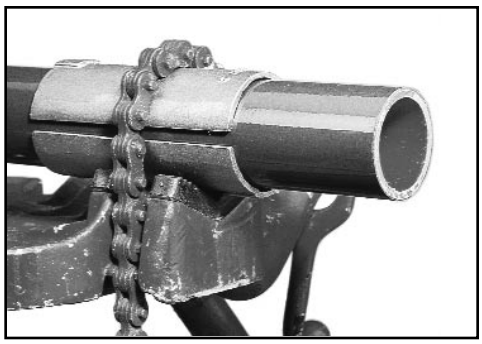

Figure 15: Field-fabricated half shell clamps used with chain vise to protect PVC-coated conduit.
c) Discard the larger pieces and use the two smaller pieces to protect the conduit in the vise. Deburr any sharp edges. Properly made clamping sleeves will have a gap between the two pieces when positioned on the conduit *(see Figure 15)*.